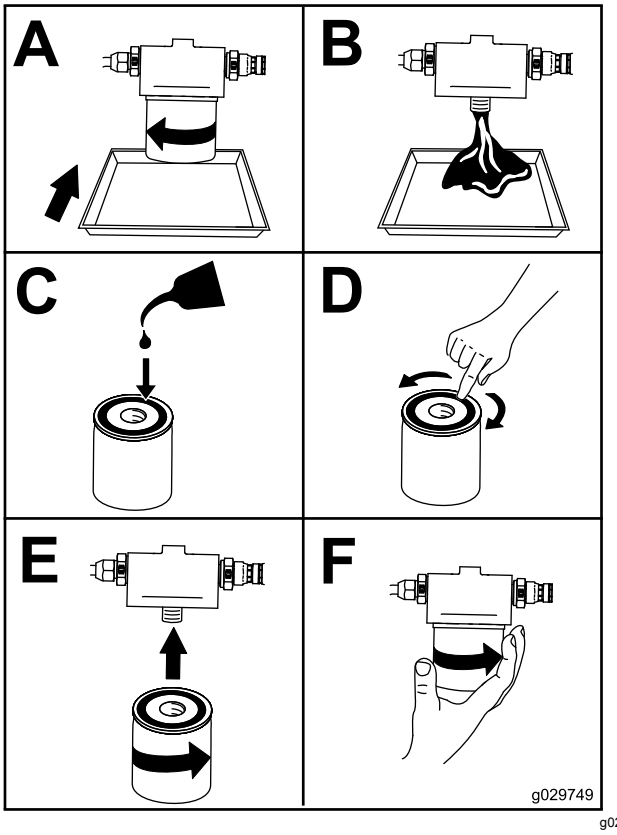

Rysunek 50
7. Wymień filtr oleju (Rysunek 50).